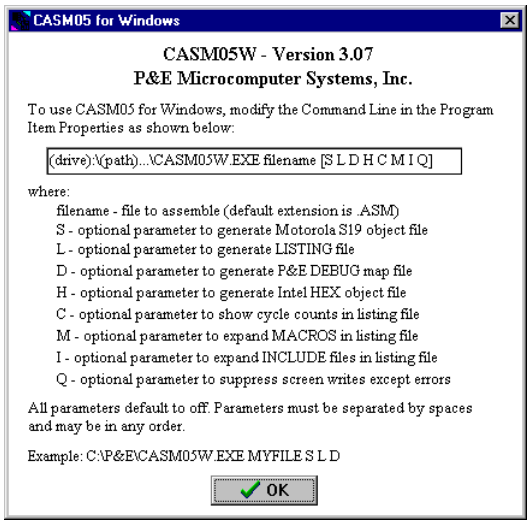

**Figure 5-3. CASM05W for Windows Assembler Parameters**
- Choose *Normal* to run the assembler in a standard CASM05W window (Figure 5-3).